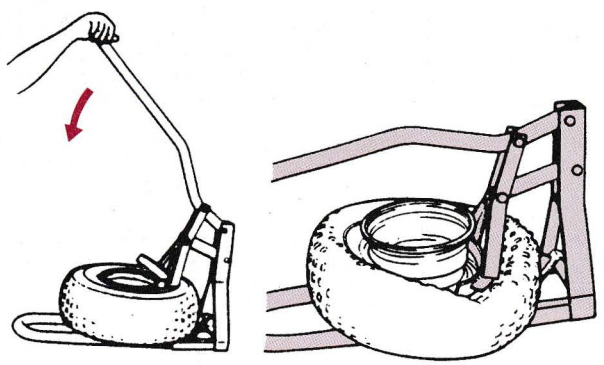

Figure 14-36. Removing an ATV tubeless tire from its rim using a bead breaker tool. (American Suzuki Motor Corporation)
3. Dismount the bead from the rim completely as shown in **Figure 14-36.**